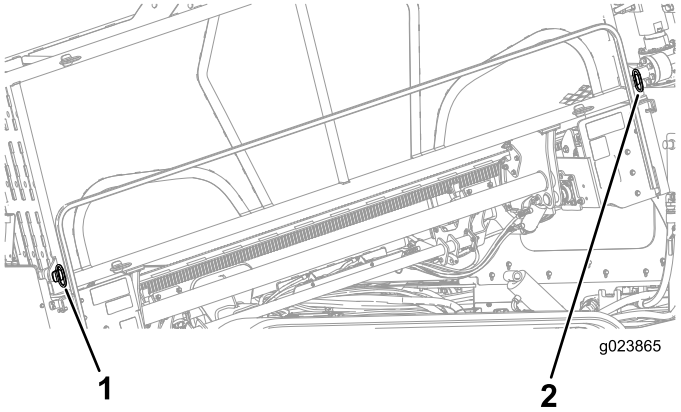

Rysunek 60
2. Wyjąć dolne, zewnętrzne sworznie z kosza na żerdzie (Rysunek 60).